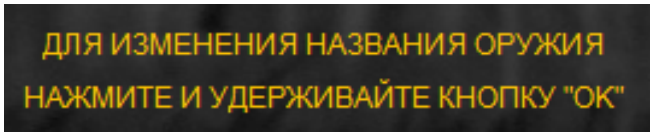

Рисунок 11 – Подсказки
- **Подсказки** – в верхней части по центру дисплея, при выполнении некоторых настроек, для удобства пользователю показываются текстовые подсказки (см. рис. 11), например: